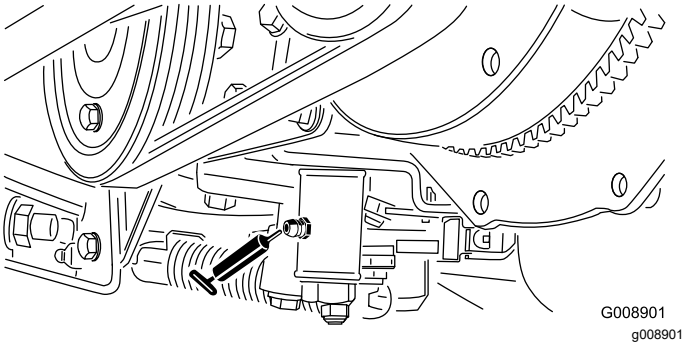

Figuur 60
- Afstelmechanisme neutraalstand (Figuur 60)